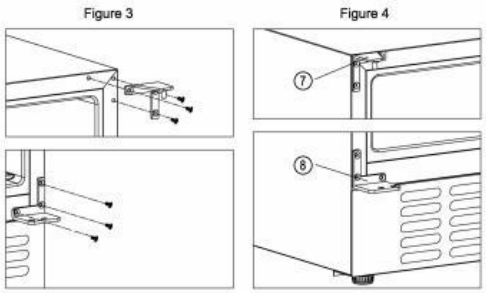

Bild 3–4
4. (Bild 3) Skruva loss det övre högra gångjärnet (4) och det högra nedre gångjärnet (2) från skåpet (6) och förvara dem i plastpåsen ifall du senare vill ändra tillbaka dörren till vänsteröppning.